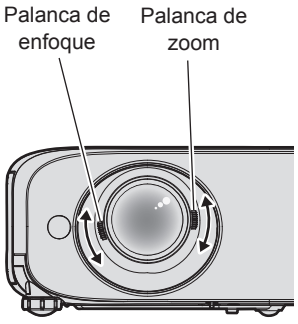

Fig. 1
2) Ajuste del zoom y el enfoque. (Fig. 1)